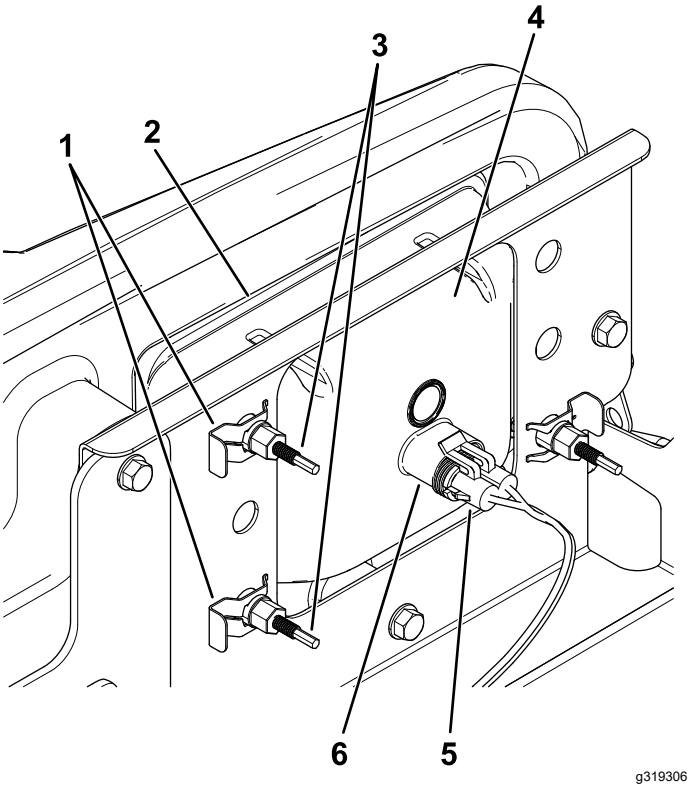

Figur 45
3. Koppla loss kablagets elektriska anslutning från lampenhetens kontakt (Figur 45).
4. Ta bort snabbklämmorna som fäster strålkastaren vid strålkastarfästet (Figur 45).
5. Demontera strålkastarenheten genom att flytta den framåt genom öppningen i den främre stötdämparen (Figur 45).
6. För in den nya strålkastaren genom öppningen i stötdämparen (Figur 45).
8. Anslut kablagets elektriska anslutning till lampenhetens kontakt (Figur 45).
5. Vrid justerskruvarna (Figur 45) på baksidan av strålkastarenheten för att vrida enheten och rikta in ljuskäglan.